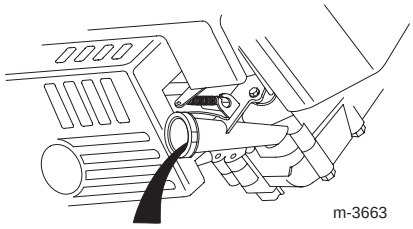

Bild 20
6. Kippen Sie den Rasenmäher auf seine **linke** Seite (Luftfilter hoch) und lassen das Öl in das Gefäß ablaufen (Bild 20).